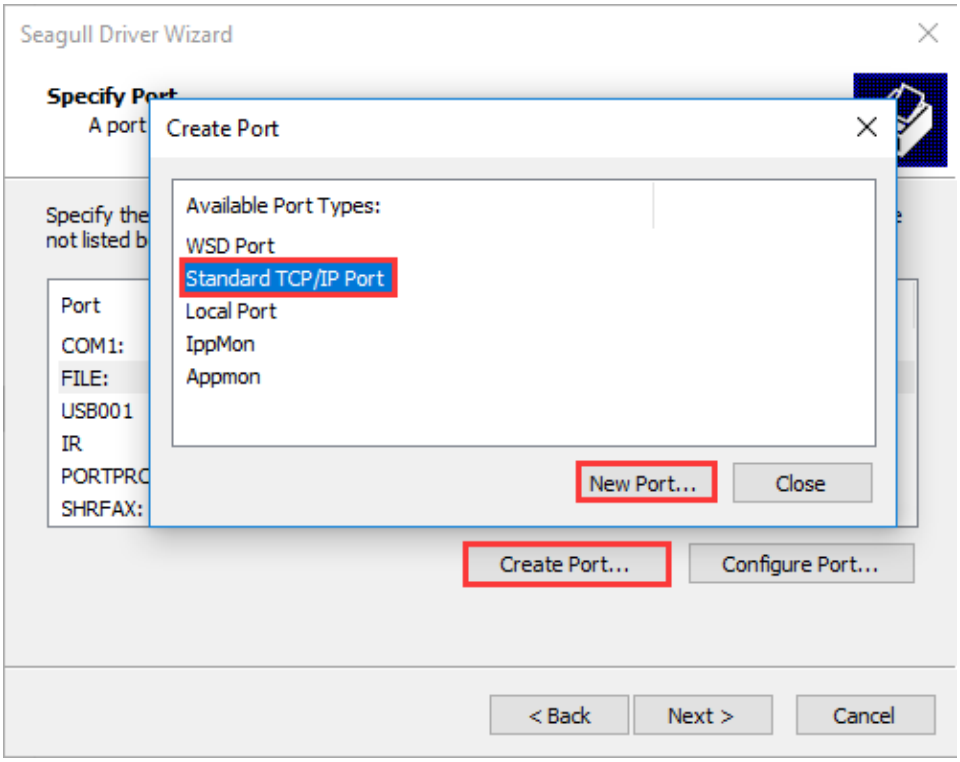

Figure 2-30 Create Port
5. On the "Specify Port" screen, click "Create Port…" to bring up "Create Port" dialog box, select "Standard TCP/IP Port" - "New Port…", as shown in Figure 2-30.